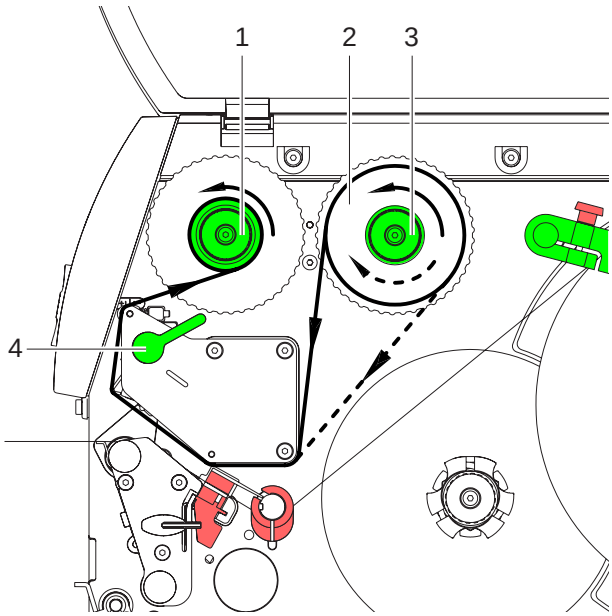

Abb. 12: Transferfolienlauf
2. Hebel (4) in Gegenuhrzeigerrichtung drehen, um den Druckkopf anzuheben.
3. Transferfolienrolle (2) so bis zum Anschlag auf den Abwickler (3) schieben, dass die Farbbeschichtung der Folie beim Abwickeln nach unten weist. Beim Abwickler (3) ist keine Rotationsrichtung vorgegeben.
4. Transferfolienrolle (2) festhalten und Drehknopf am Abwickler (3) gegen den Uhrzeigersinn drehen, bis die Transferfolienrolle fixiert ist.
5. Geeigneten Transferfolienkern auf den Transferfolienaufwickler (1) schieben und in gleicher Weise fixieren.
6. Transferfolie wie in Abb. 12 durch die Druckeinheit führen.
7. Transferfolienanfang mit einem Klebestreifen am Transferfolienkern (1) fixieren. Hierbei die Rotationsrichtung des Transferfolienaufwicklers entgegen dem Uhrzeigersinn beachten.
8. Transferfolienaufwickler (1) entgegen dem Uhrzeigersinn drehen, um den Transferfolienlauf zu glätten.
9. Hebel (4) in Uhrzeigerrichtung drehen, um den Druckkopf zu verriegeln.
1. Hebel (4, Abb. 12) in Gegenuhrzeigerrichtung drehen, um den Druckkopf anzuheben.